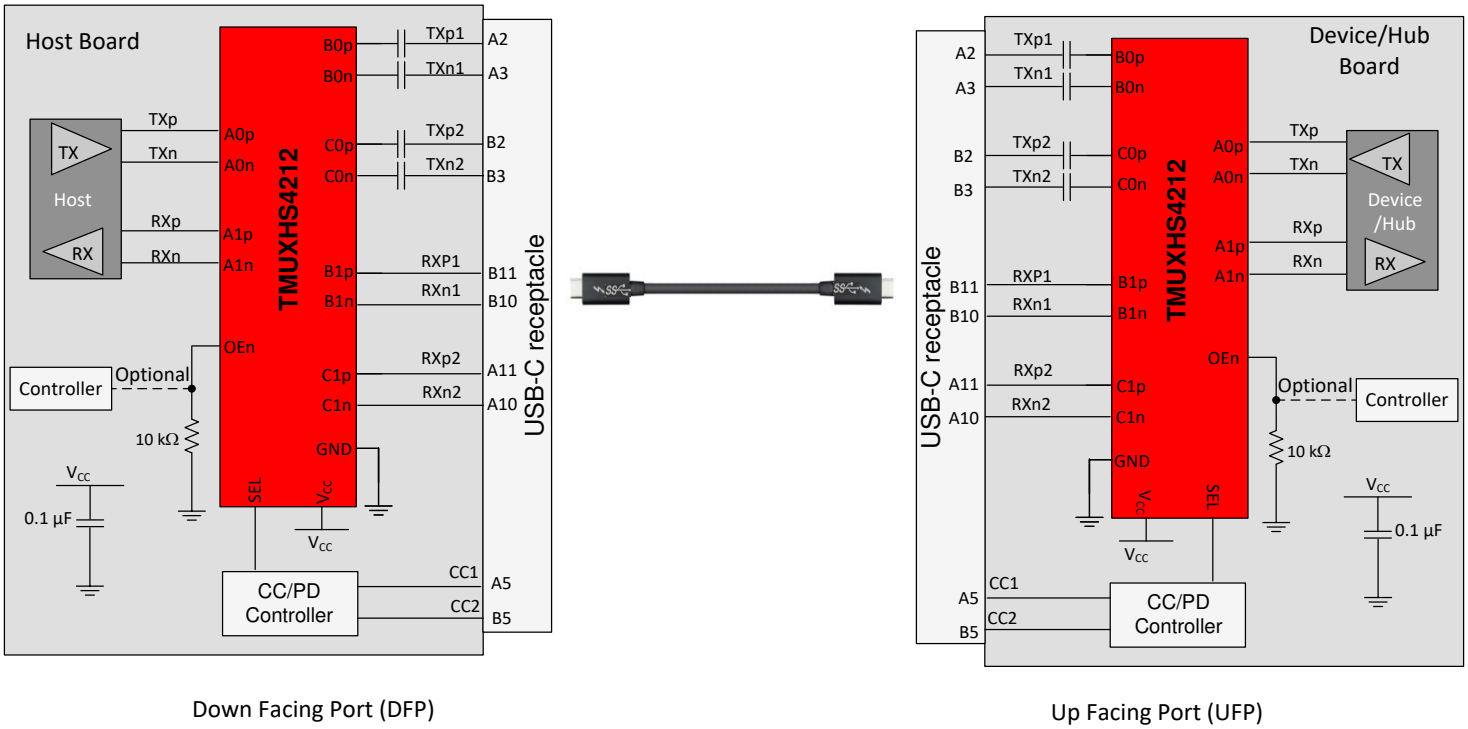

図 9-2. USB 3.2 Implementation for USB Type-C Connector
The TMUXHS4212 can be used in USB Type-C implementation to mux USB 3.2 superspeed signals (TX1 and RX1 pairs versus TX2 and RX2 pairs) to accommodate plug flips. In typical use cases, the mux selection is done by a USB Type-C Channel Configuration (CC) or Power Delivery (PD) controller. The device can used on a USB Type-C DFP, UFP, or DRP port. 図 9-2 shows two USB Type-C connector applications with both a host and device side. The cable between the two connectors swivels the pairs to properly route the signals to the correct pin. The other applications are more generic because different connectors can be used.
| $R_{BIAS}$ (図 9-2) when needed | 1 kΩ to 100 kΩ |